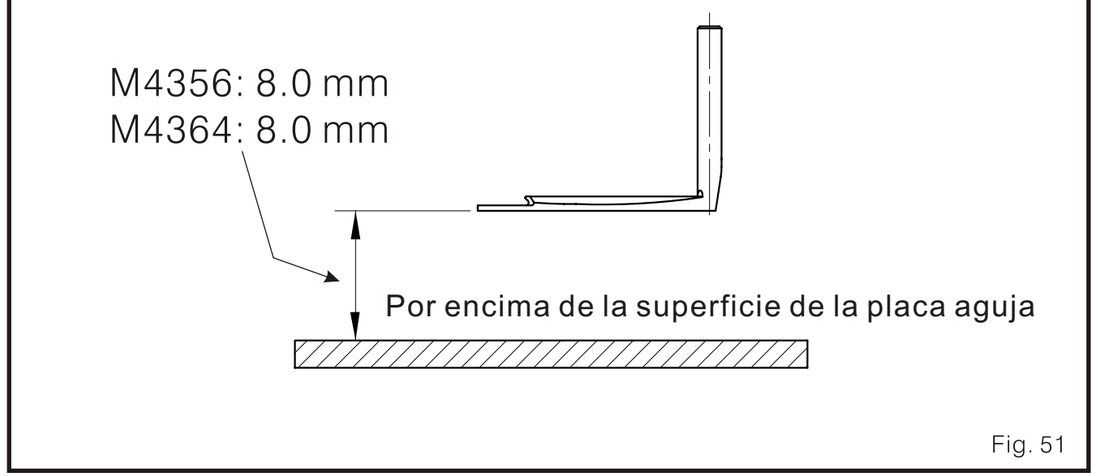

Fig. 51
4. La distancia desde el distribuidor a la superficie de la placa aguja es como se describe: (Fig. 51)